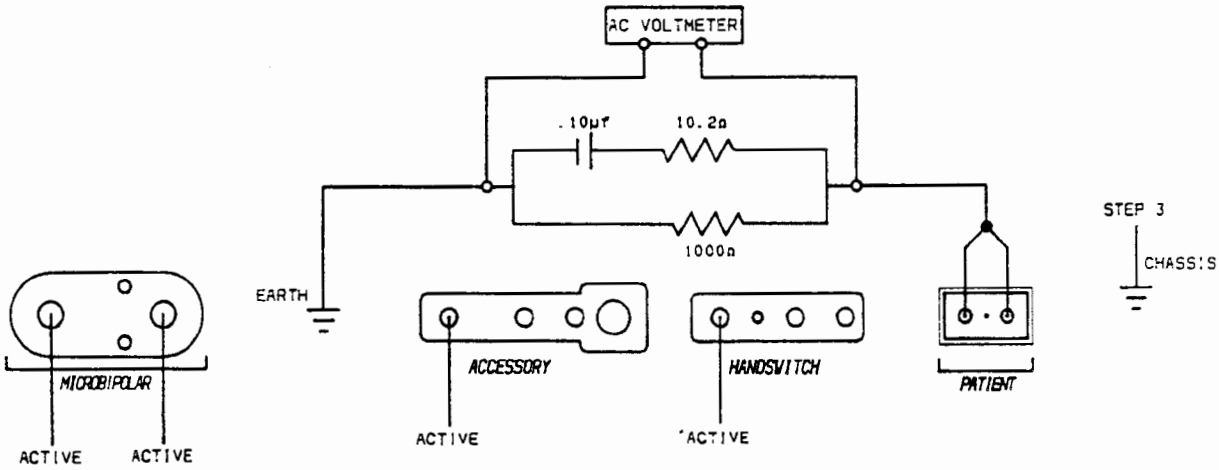

Figure 10.4 50/60 Hz Leakage Test Circuit
1. Set up the test circuit as shown in Figure 10.4.